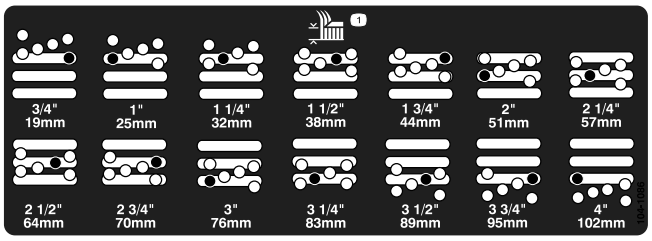

Figur 17
4. Fjern afstandsklodsen, mens du understøtter kammeret (Figur 17).
5. Flyt kammeret til den ønskede klippehøjde, monter afstandsklodsen i det relevante klippehøjdehul og den relevante sprække (Figur 17).